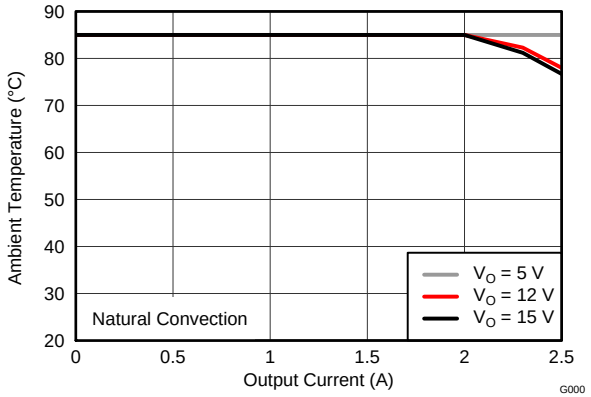

Figure 16. Safe Operating Area
(3) The temperature derating curves represent the conditions at which internal components are at or below the manufacturer's maximum operating temperatures. Derating limits apply to devices soldered directly to a 100 mm × 100 mm double-sided PCB with 1 oz. copper. Applies to Figure 16.